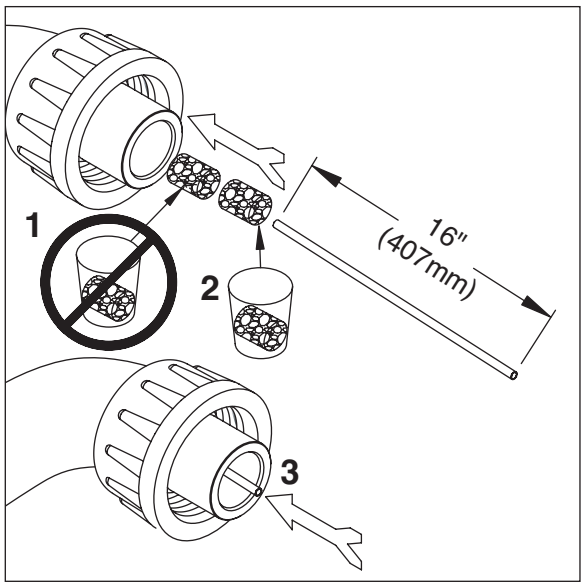

Fig. 9
9. Remove and discard 16" (407mm) pusher tube (Fig. 9).